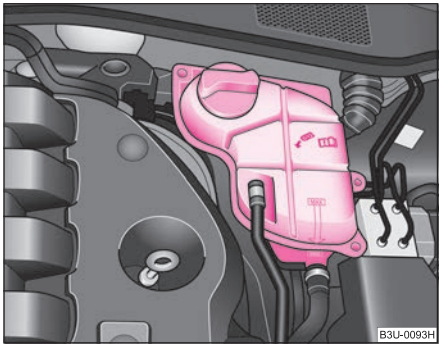

Fig. 176 Engine compartment: Coolant expansion bottle
– Check the level of coolant in the coolant expansion bottle ⇒ fig. 176. The coolant level when the engine is cold must lie between the “MIN” and “MAX” markings. The level may also rise slightly above the “MAX” marking when the engine is warm.
– Place a cloth over the cap of the coolant expansion reservoir ⇒ page 225, fig. 176 and unscrew the cap **carefully** by turning it to the left ⇒ ⚠.